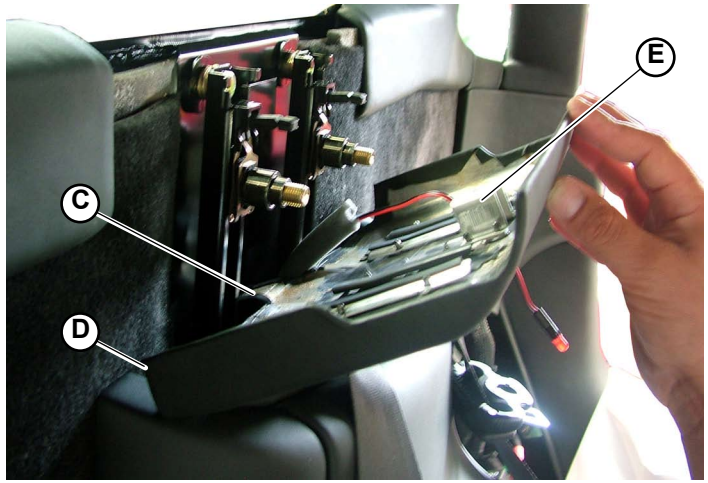

Fig.10
2. Insert the 2 slots (**C-Fig.10**) on the lower part of the seatbelt retractor cover in their housings (**D-Fig.10**) on the upper part of the central armrest.
3. Secure the seatbelt retractor cover using the 2 fixing screws (**E-Fig.10**) on the rear.